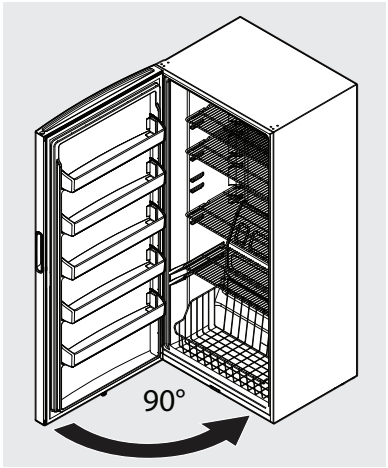

Figura 9
19. Deslice la puerta hacia el perno de la bisagra inferior a 90° con respecto al gabinete del congelador y cierre la puerta (vea la figura 9).